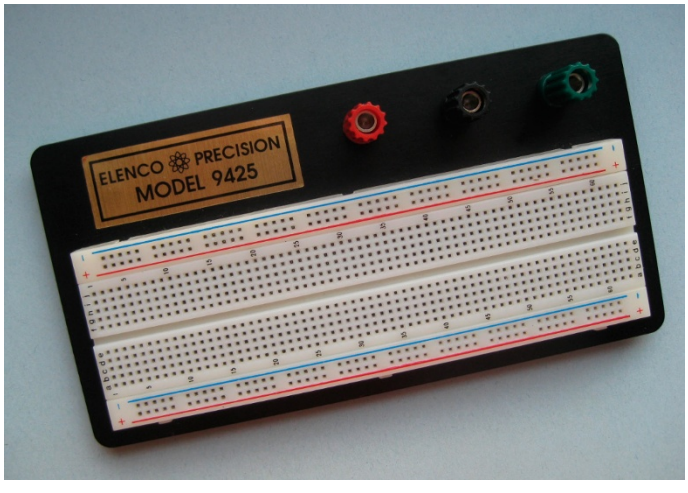

Figura 2-2: Esta placa de pruebas sin soldadura tiene 830 orificios de contacto.
- ✓ **Placa de pruebas sin soldadura:** Se utiliza una placa de pruebas para construir, explorar, actualizar, desmontar y reconstruir circuitos. Recomiendo comprar un modelo más grande, como la placa de pruebas Elenco n.° 9425 de 830 contactos (aproximadamente $14 en varios proveedores en línea), que se muestra en la Figura 2-2.